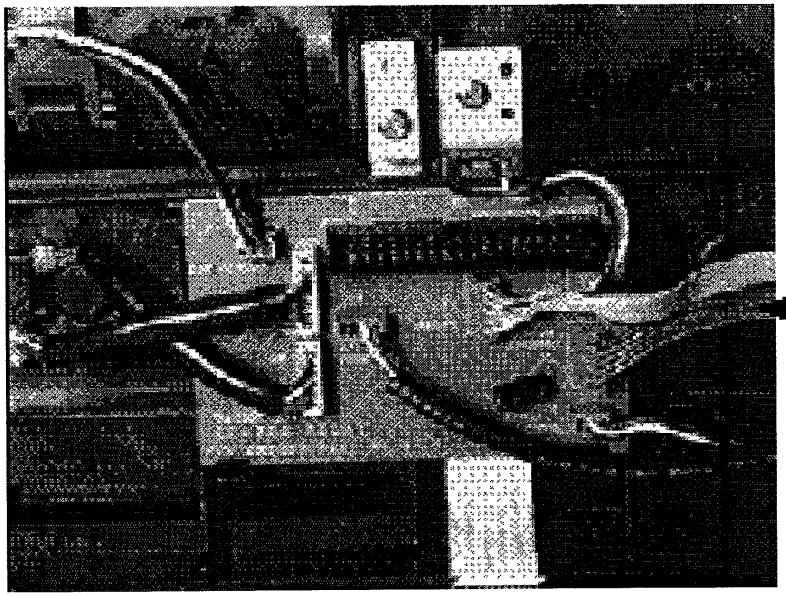

Рис. 2-16 **Жгут кодирующего устройства**.
2. Проверьте, нет ли болтающихся или поврежденных жгутов, ведущих от интерфейсной платы принтера к кодирующему устройству (см. рис. 2-16).